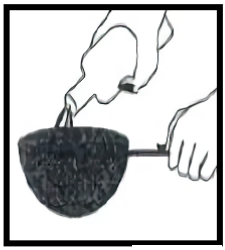

Рис.6
3. Используя бумажный фильтр или металлическое ситечко, налейте масло в чашу (рис. 6).